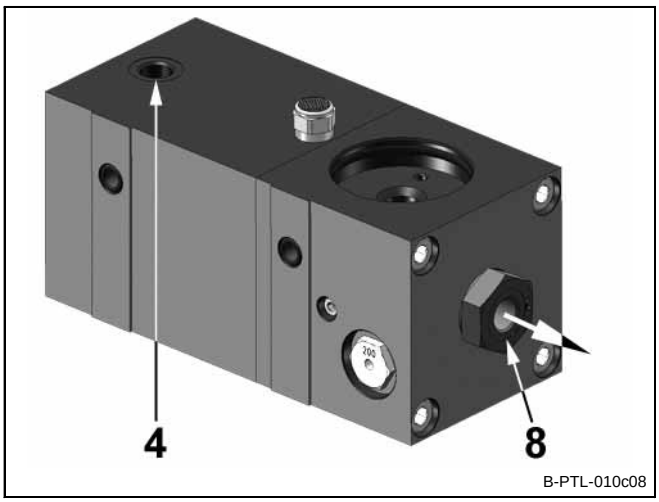

Fig. 3 Connections of pneumatic lubrication pump PTL 201
➲ Connect the lubrication pump PTL 201 by means of the following connecting tube fittings (fig. 3):
- Operate the pump by switching on the carrier device until lubricant flows out of the open outlet 8 (Fig. 3).
- Connect the supply hose to the lubrication point on the pump element 8 (Fig. 3).